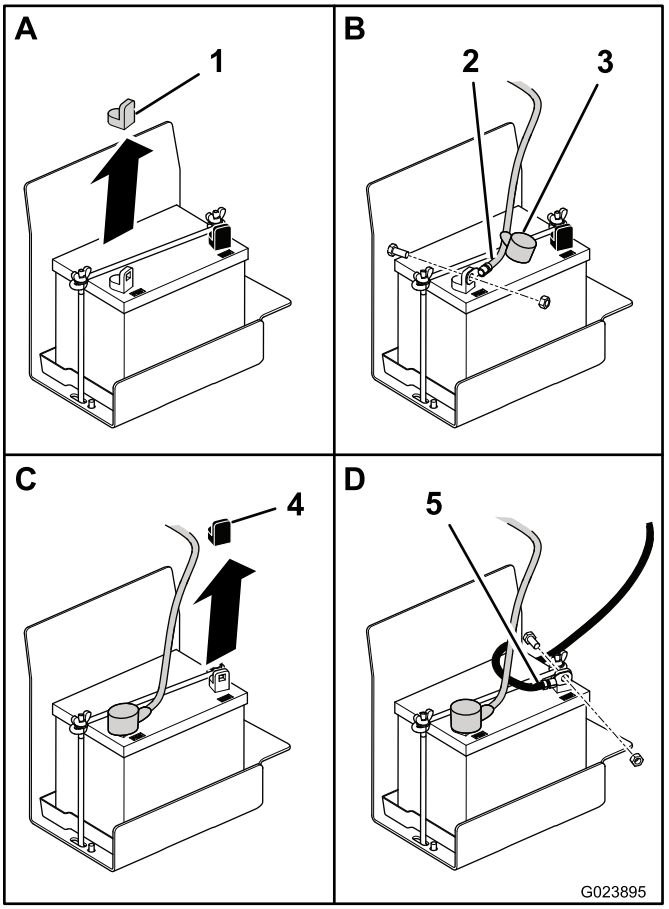

**Figur 5**
2. Ta bort det röda plastskyddet från batteriets pluspol (Figur 5).